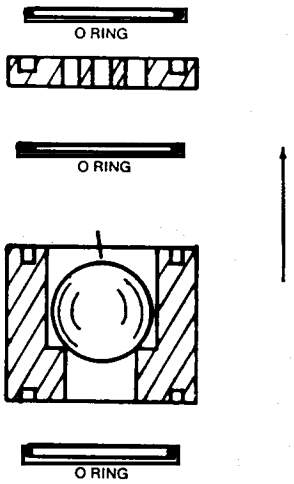

Figure 35
b) Clapets en TFE (figure 35) pour des applications nécessitant la résistance chimiqude du TFE.